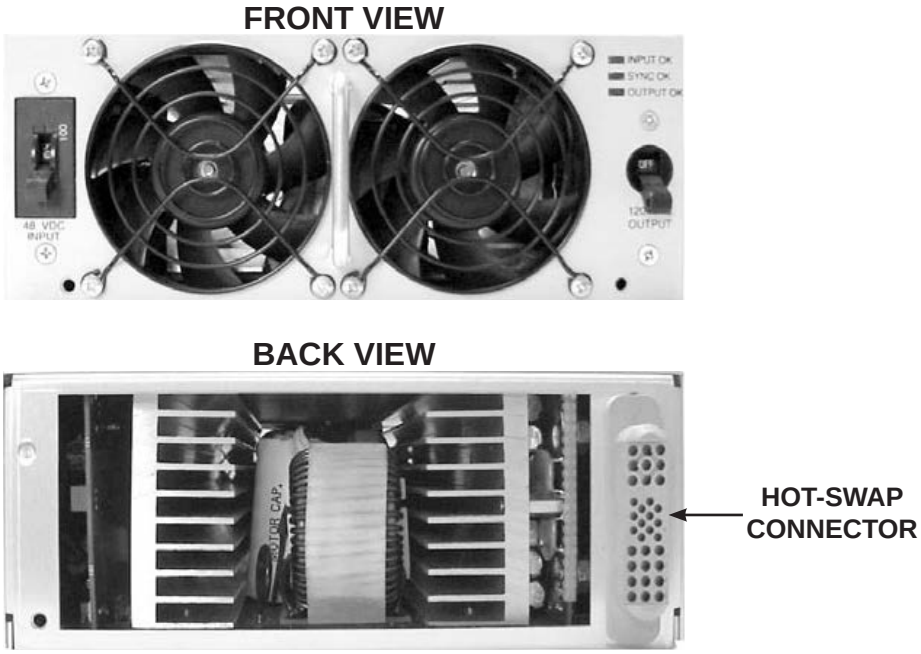

Figure 2 - Front and Back of INV2500-HS Module
8.1 Figure 2 shows the front and back of an INV2500-HS inverter module. On the left side of the front panel of the INV2500-HS is the input circuit breaker. To the right are the two cooling fans and the output circuit breaker. Above the output breaker from the top are the green LED indicators for Input OK, Sync OK and Output OK.